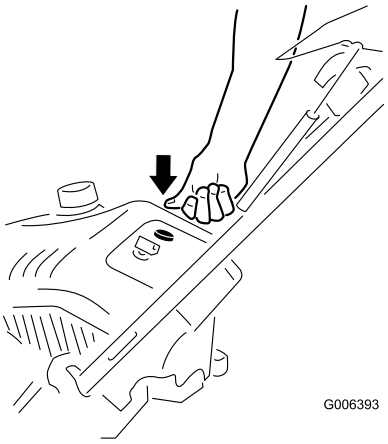
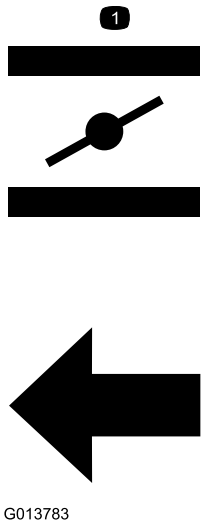

Figur 15
Figur 16
3. Trykk inn primeren med tommelen tre ganger (-18 °C eller over) eller seks ganger (under -18 °C), og hold primeren inne i ett sekund før du slipper den, hver gang du trykker den inn (Figur 15 og Figur 16).